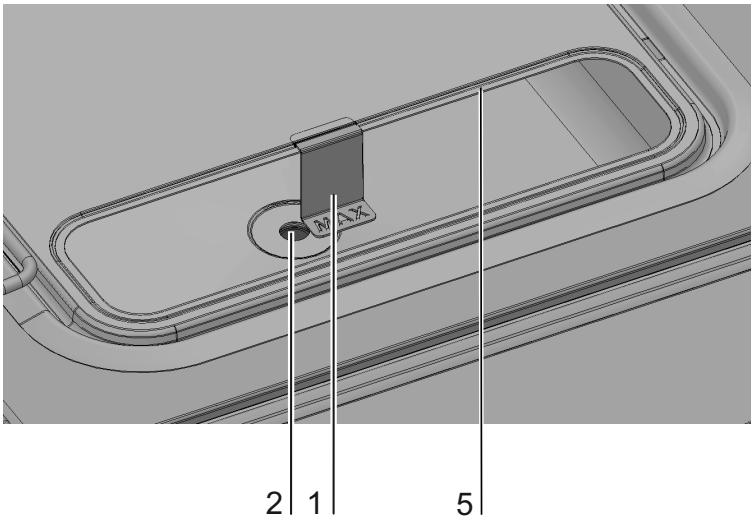

图 4-1. 液位指示器 “MAX”
3. 将液位指示器 “MAX” (1/ 图 4-1) 挂入到水箱盖子的槽 (5/ 图 4-1) 中。